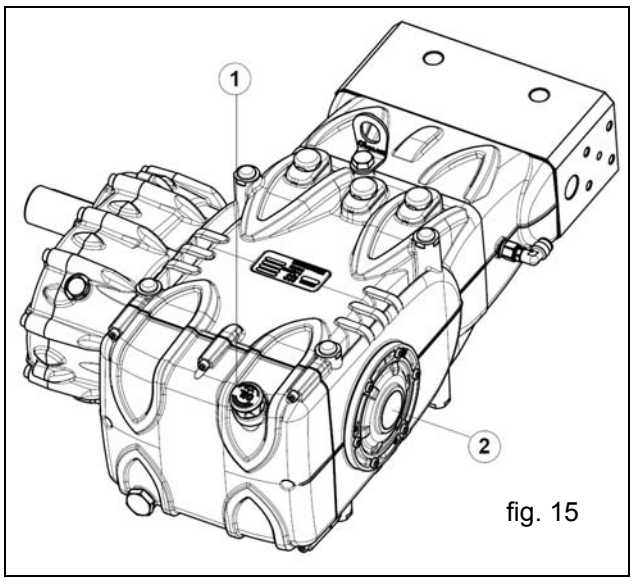

fig. 15
5. Oil in the pump casing is at level, verified with a dipstick (position 1 fig. 15) and exceptionally with a level indicator (position 2 fig. 15).